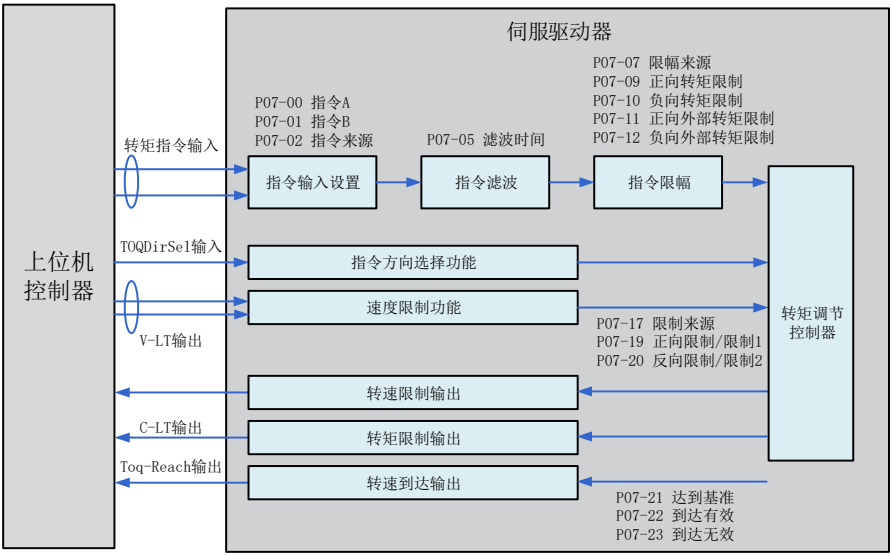

图 4-10 转矩控制模式框图
3) 参考图 4-10 配线说明连接 CN1 端子中必要的 DI/DO 及转矩指令来源、速度限制等信号。